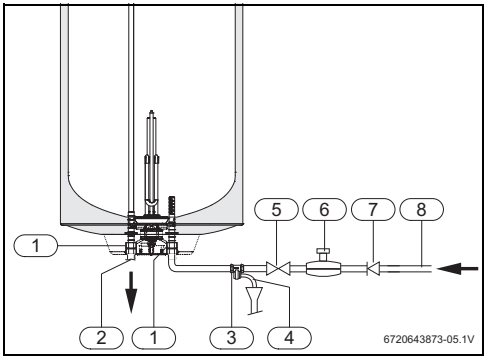

Рис. 11 Подключение воды
Для предотвращения неисправностей, вызванных неожиданными колебаниями давления в водопроводной сети, рекомендуется установить перед баком обратный клапан (рис. 11, [7]).
- Установите предохранительный клапан на подводе холодной воды к баку (рис. 11).
Если давление воды превышает 80 % от максимально допустимого давления бойлера (6,4 бар), то установите редукционный клапан (рис. 11).